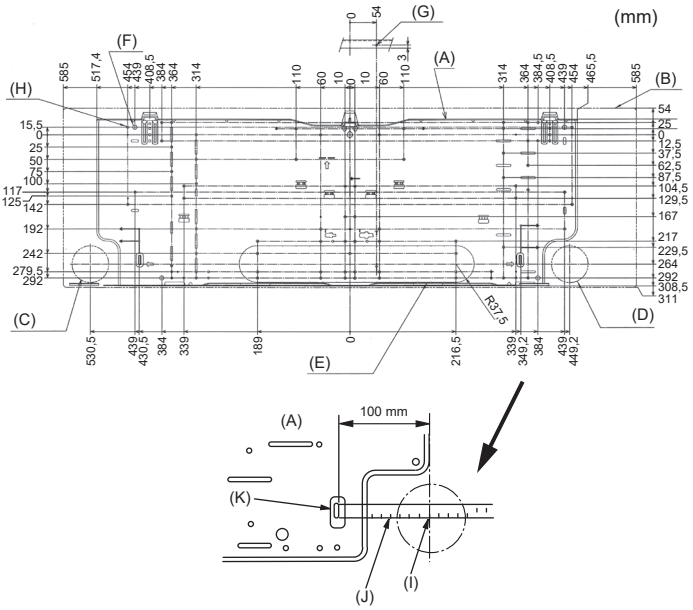

Fig. 3-2
3.2. Installation de la structure de montage mural (Fig. 3-2)